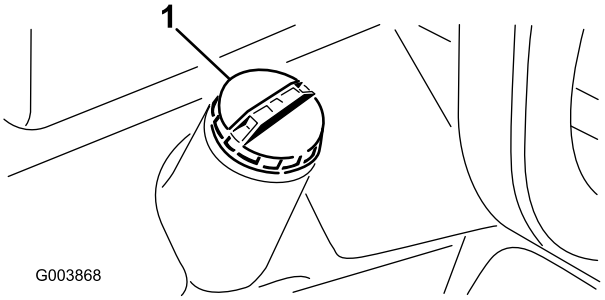

Figur 26
1. Fjern brændstofdækslet (Figur 26).